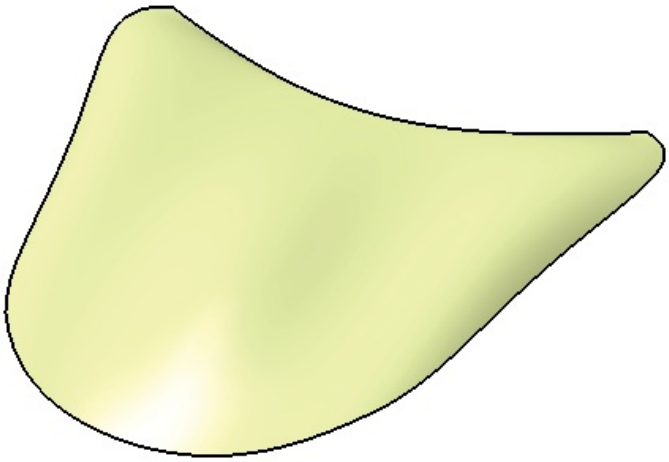

Figure 17-68 *Final model of the Car bonnet*
6. Hide the curve and the datum plane. The final model of the car bonnet is displayed, as shown in Figure 17-68.